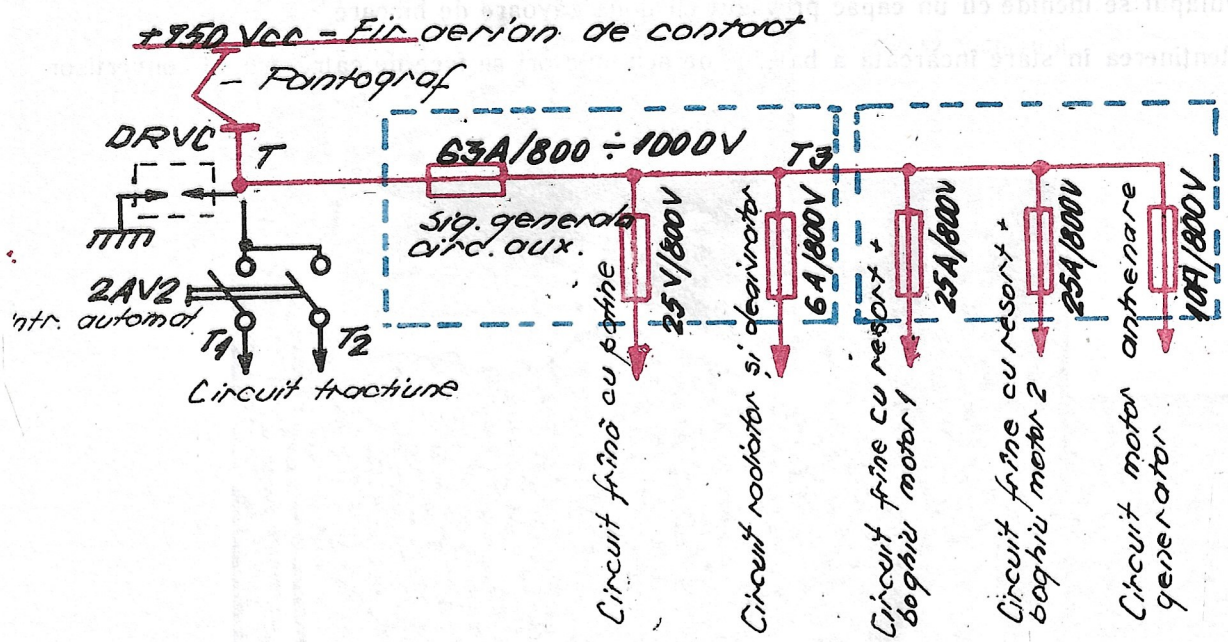

*Fig.85.* Schema electrică de alimentare a cîrcuitelor auxiliare (750 V)
***Circuitele electrice alimentate la tensiunea de 750 V*** **(Fig. 85)**